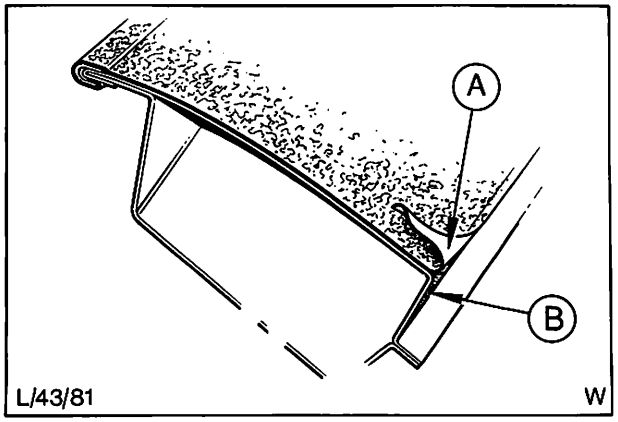

Abb. 8 Bespannung (A) am Scheibenausschnitt in der Hecktür. Klebstoff bei (B) auftragen. Bespannung auf halber Flanschbreite anbringen.
21. Fensterrahmen-Rückwandtür mit Kleber bestreichen, Abb. 8.